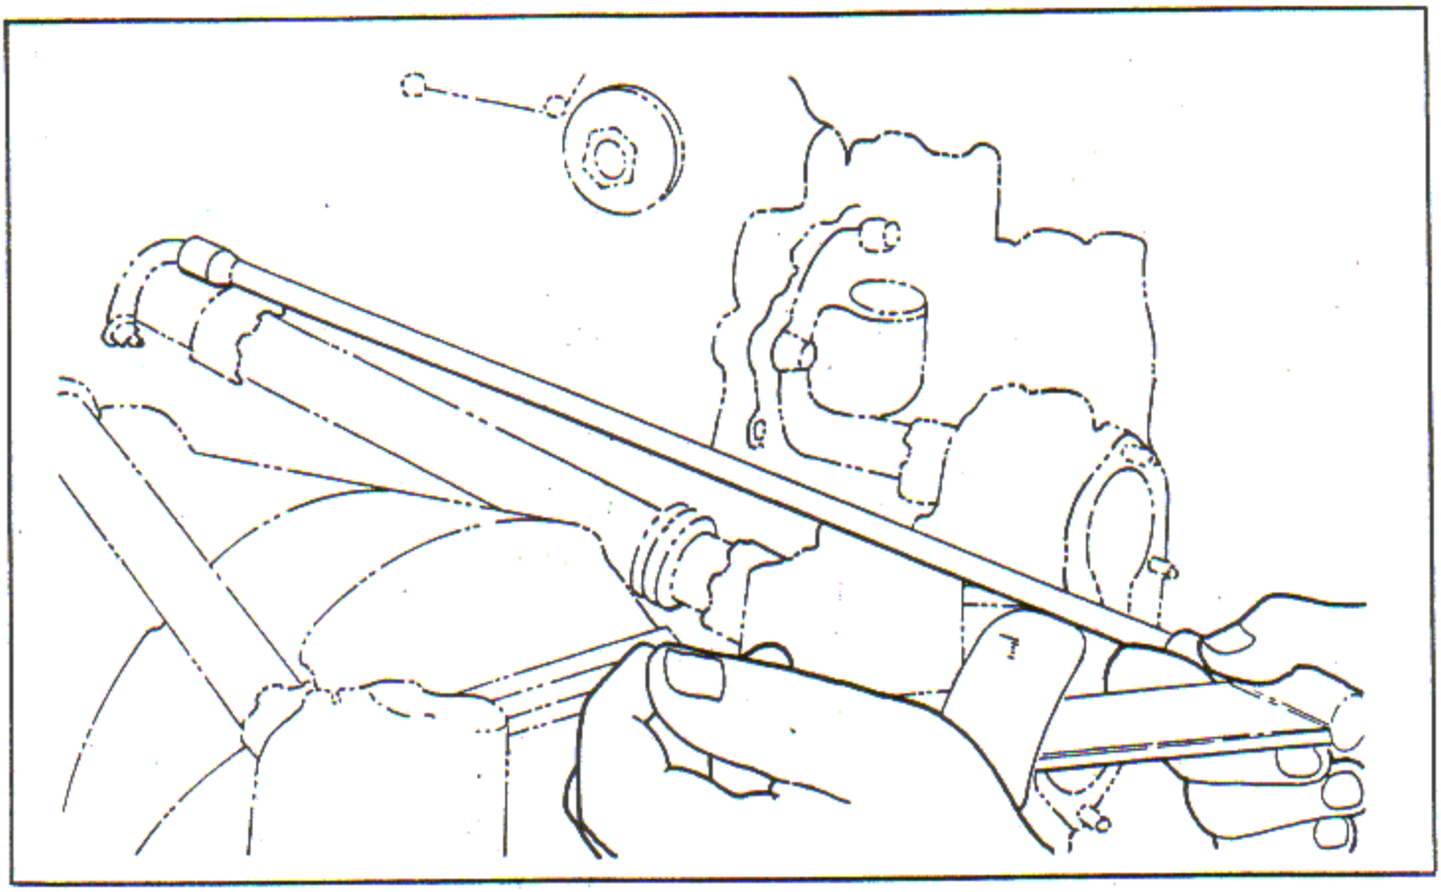

Figure 8-13. Torquing Push Rod Housing Adapter Nuts
d. Push the housing adapter onto the studs. Secure with nuts and washers. Using wrench, torque the nuts to 80 - 85 inch-pounds. See figure 8-13.